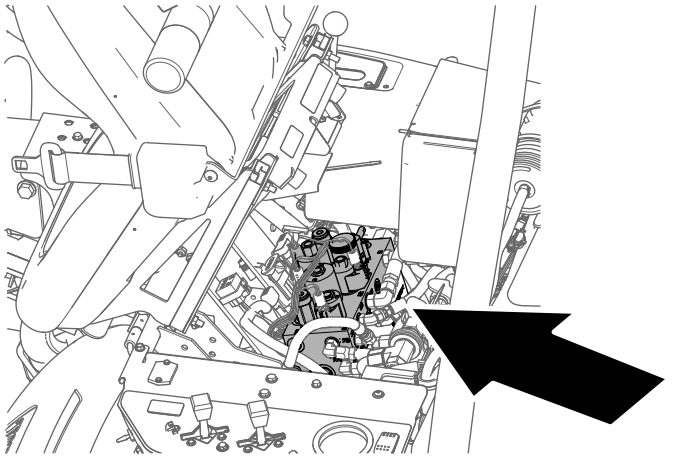

Figur 54
2. Vip førersædet fremad, og fastgør det med støttepinden (Figur 54).